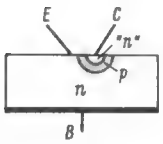

Bild 1. Spitzentransistor
1. An den schwingfreudigen Spitzentransistor *(Bild 1)*, der vielleicht noch einmal in anderer Form (z. B. als verbesserter Spacistor) besondere Aufgaben erfüllen kann.